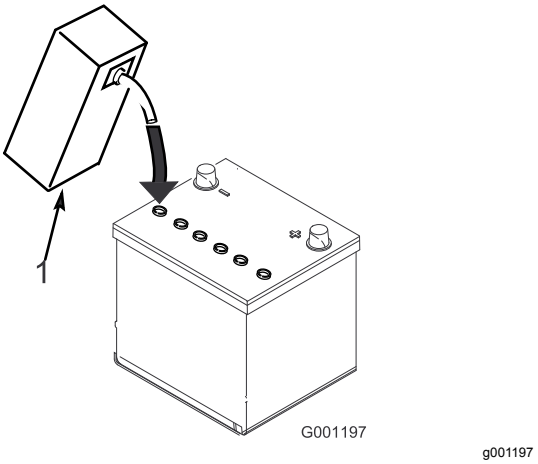

**Rysunek 6**
3. Ostrożnie napełnij każde ogniwo elektrolitem, tak aby płytki zostały przykryte warstwą płynu na wysokość około 6 mm (Rysunek 6).
4. Odczekaj około 20-30 minut, aby elektrolit wniknął w płytki. Zależnie od potrzeby uzupełnij elektrolit do poziomu około 6 mm od dna gniazda napełniania(Rysunek 6).